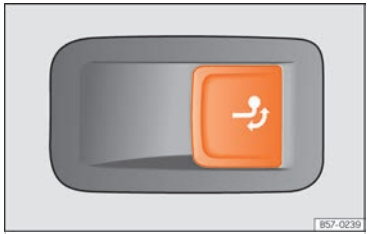

Fig. 184 Right side of the luggage compartment: button to unlock the tow hitch.
- Pull the ››› Fig. 184 button briefly. The tow hook unlocks electrically and automatically turns outwards. The button's control lamp flashes.
- Pull the ››› Fig. 184 button briefly. The tow hook unlocks electrically.
- **Never press the button ››› Fig. 184 when there is a trailer hooked to the vehicle or when a carrier system or other accessories are mounted on the tow hook.**